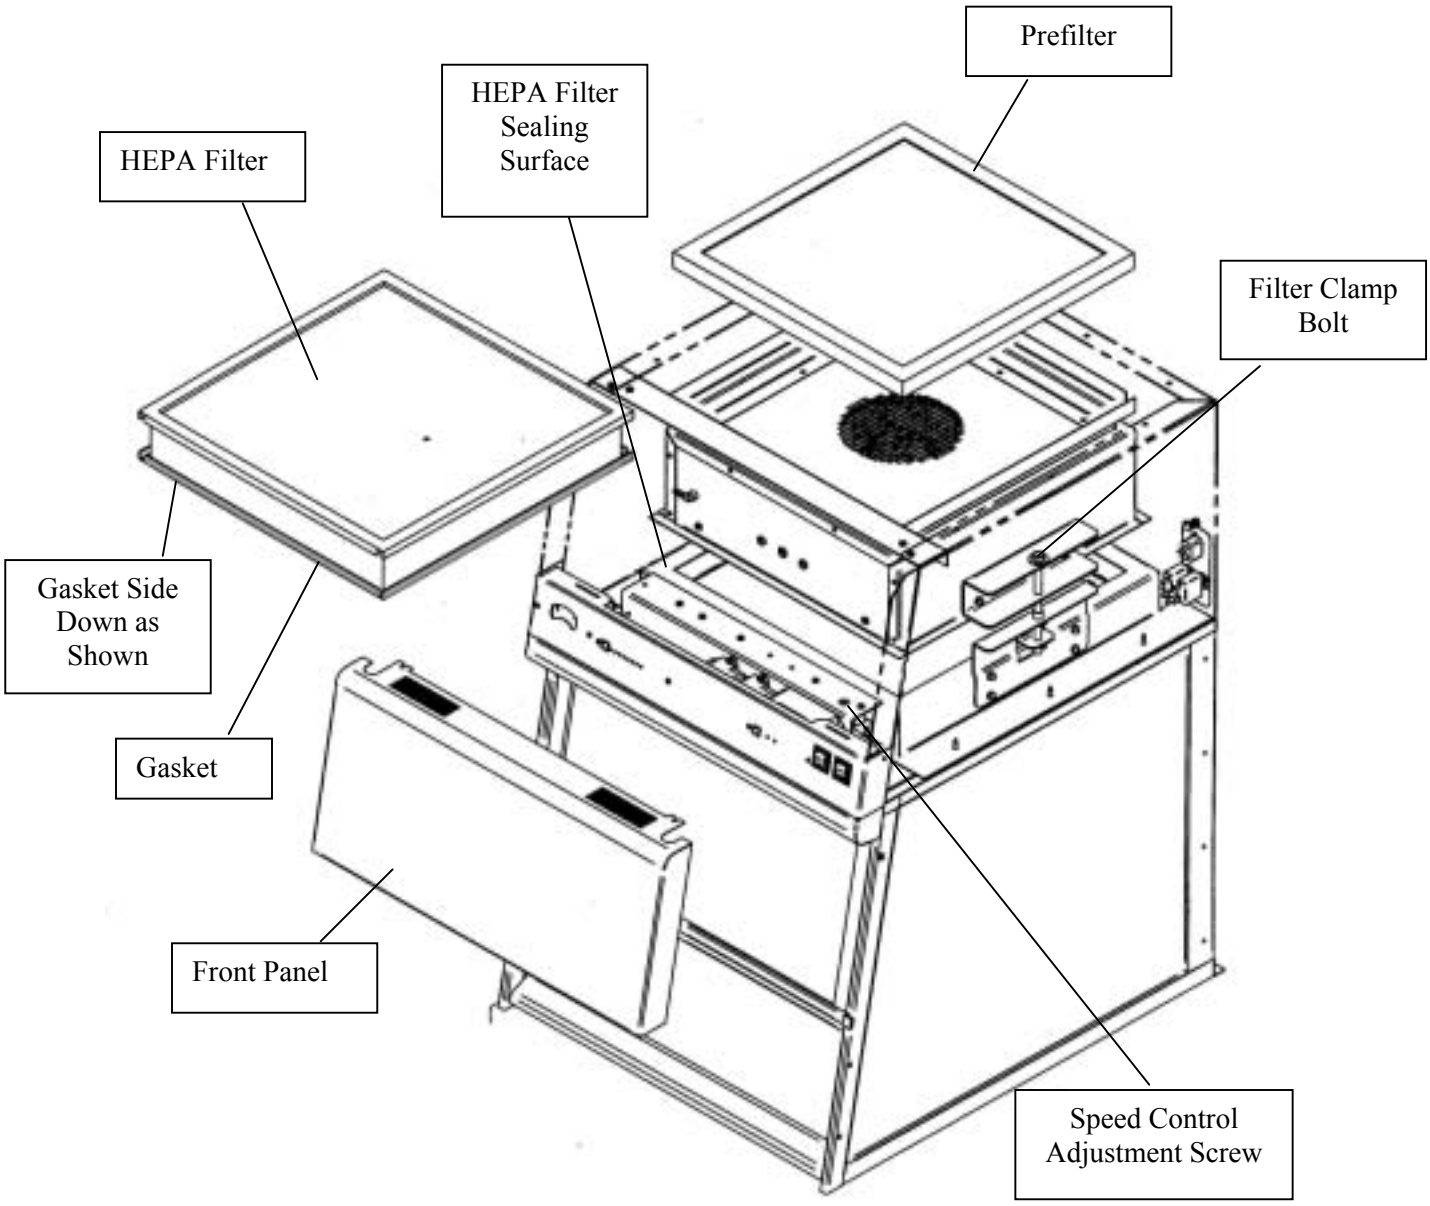

Figure 6-1
NOTE: Only a qualified certifier should service the HEPA filter. After the HEPA filter is replaced, the enclosure MUST be certified. See Figure 6-1.
3. Using a 9/16" deep socket, loosen the filter clamp bolts located on top. Refer to Figure 6-1.
After installing the new HEPA filter, the HEPA filter should be leak checked. This test is performed to determine the integrity of the HEPA filter, the filter housing, and the filter seal. Leak testing must be done by a qualified technician with calibrated equipment. Remove the upper perforated diffuser located inside the enclosure by using a Phillips screwdriver to unfasten the screws. (See Figure 6-1). The filter passes the leak test at .01% or better. Reference Leak Testing and Photometer scanning from the Institute of Environmental Services (IES-RP-CC001.3)
1. Remove the front panel by loosening the (2) Phillips screws on top that secure the front panel.
2. The speed control is located on the electrical subassembly located behind the switched control panel and below the front panel. See Figure 6-1.
1. Remove the bracket that the speed control is attached to. See Figures 6-1, and 6-2.